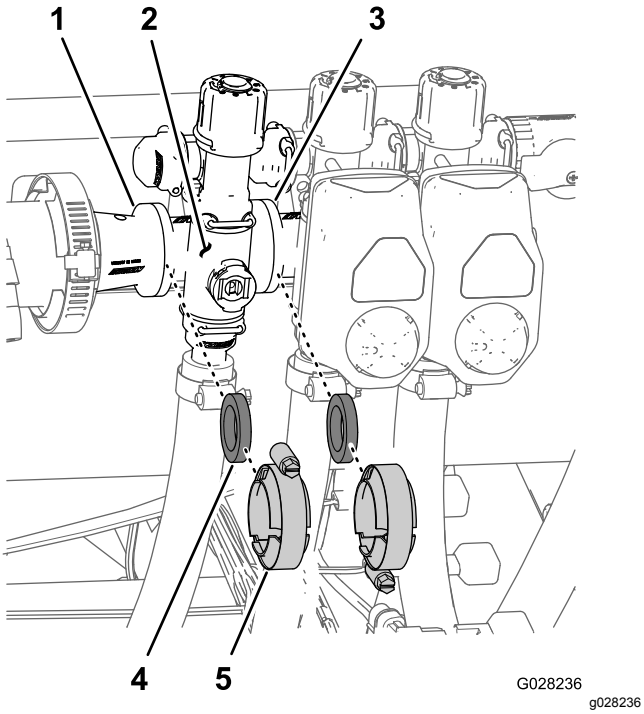

Figur 73
1. Fjern klemmene og pakningene som fester manifoldet for seksjonsventilen (Figur 73) til den nærliggende seksjonsventilen (hvis det er den venstre seksjonsventilen) og reduksjonskoblingen.